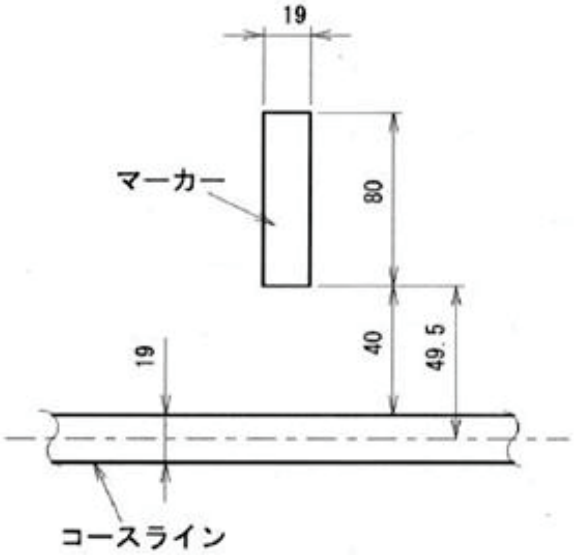

図 6 マーカーの形状
1) マーカーは長さ 80 mm、幅 19 mm の白色テープであり、図 6 に示すように、コースシート床面に、コースライン中心線から 40 mm 離して貼られる。